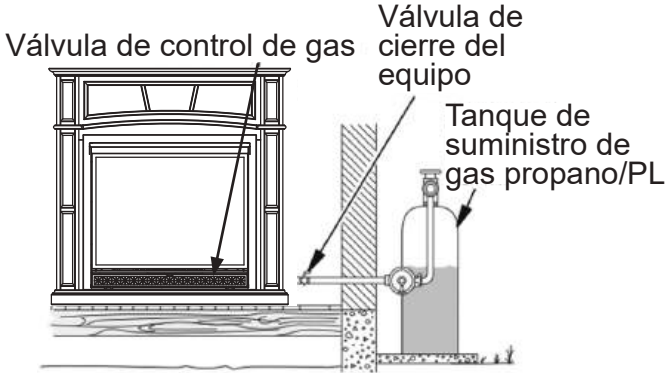

Fig. 13: comprobación de las juntas de gas (propano/PL únicamente)
3. Revise todas las juntas desde el medidor de gas hasta la válvula de cierre del equipo (consulte la Fig. 13). Aplique una mezcla de jabón líquido y agua en las juntas de gas. Si se forman burbujas, es posible que haya una fuga.
4. Verifique todas las juntas desde la válvula de cierre del equipo hasta la válvula de control (consulte la Fig. 13). Aplique una mezcla de jabón líquido y agua en las juntas de gas. Si se forman burbujas, es posible que haya una fuga.